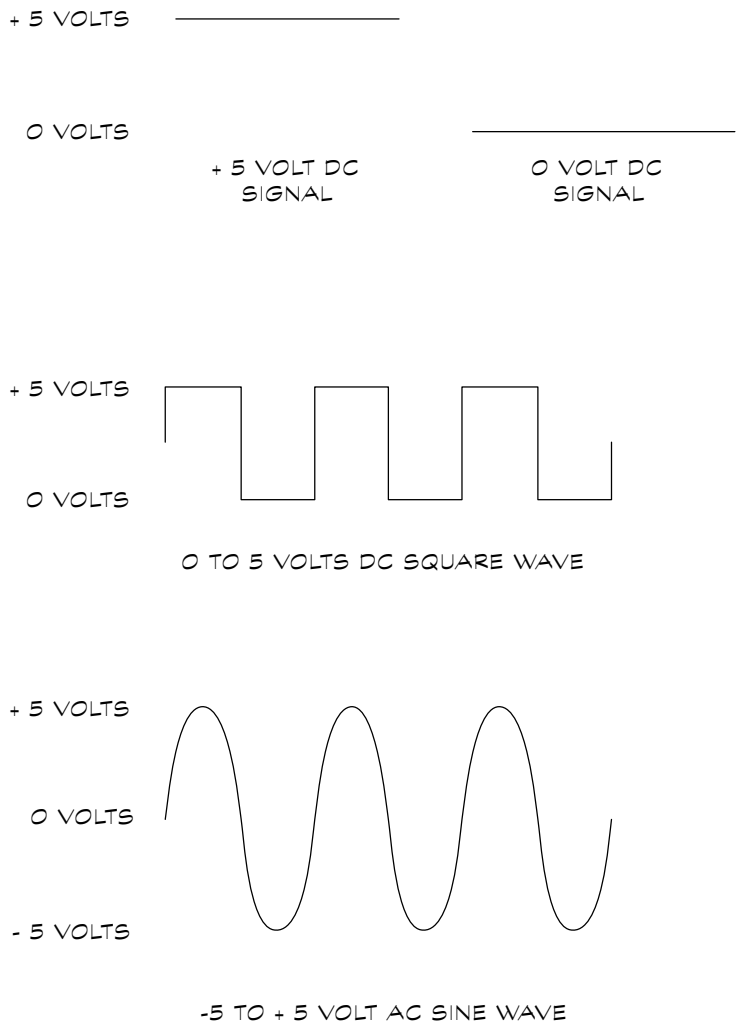

Figure 1-1: Just a few examples of input signals.
Figure 1-1 shows diagrams of a few signals that you run into often when working with electronics. These signals include
- **- 5 volt to + 5 volt AC sine wave:** A signal, such as from a microphone, that generates alternating current that a device, such as an amplifier, uses as input. A microphone generates the waveform in Figure 1-1 when it receives the sound produced by a tuning fork. Notice in Figure 1-1 that the transitions from +5 volts to -5 volts are gradual for the sine wave and more abrupt in the square wave.